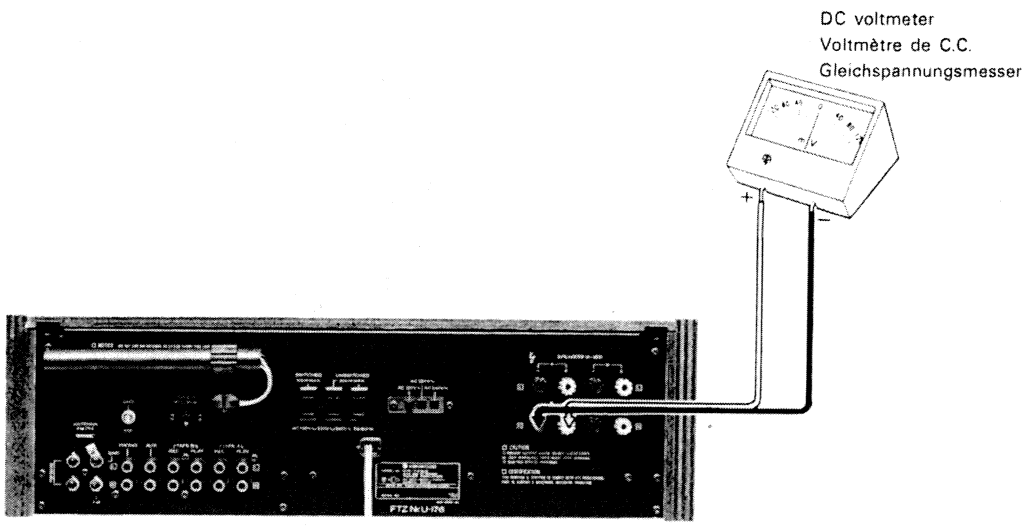

Fig. 1 OFFSET
3. Adjust the trimming pot VR7 (VR6), as shown in figure 1, for 1 0V reading of the DC voltmeter.
3. Régler le potentiomètre ajustable VR7 (VR6) pour que la tension de sortie soit nulle, comme le montre ce figure 1.
2. Einen Gleichspannungsmesser an der klemme SPEAKERS A anschließen. (Abb. 1).